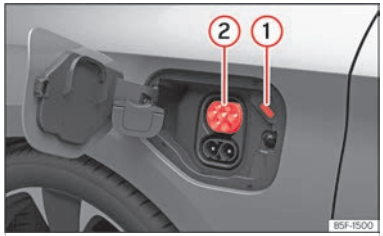

Fig. 58 Detrás de la tapa de carga de la batería en la parte delantera izquierda: Toma de carga.
››› fig. 58
El LED (indicador del proceso de carga) de la toma de carga parpadea o emite destellos en blanco ››› fig. 58 ① ››› pág. 91.